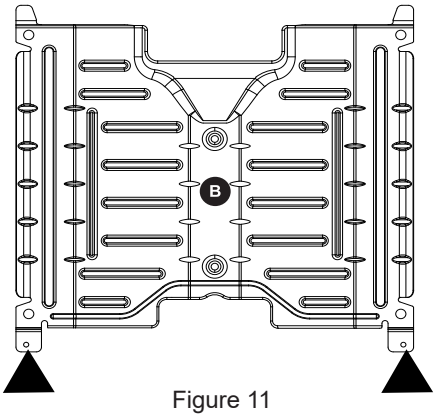

Figure 11
b. The flame spreader (**B**) is secured with two screws located at the front of the oven. Remove the screws. Remove the flame spreader from the oven cavity (see Figure 11).